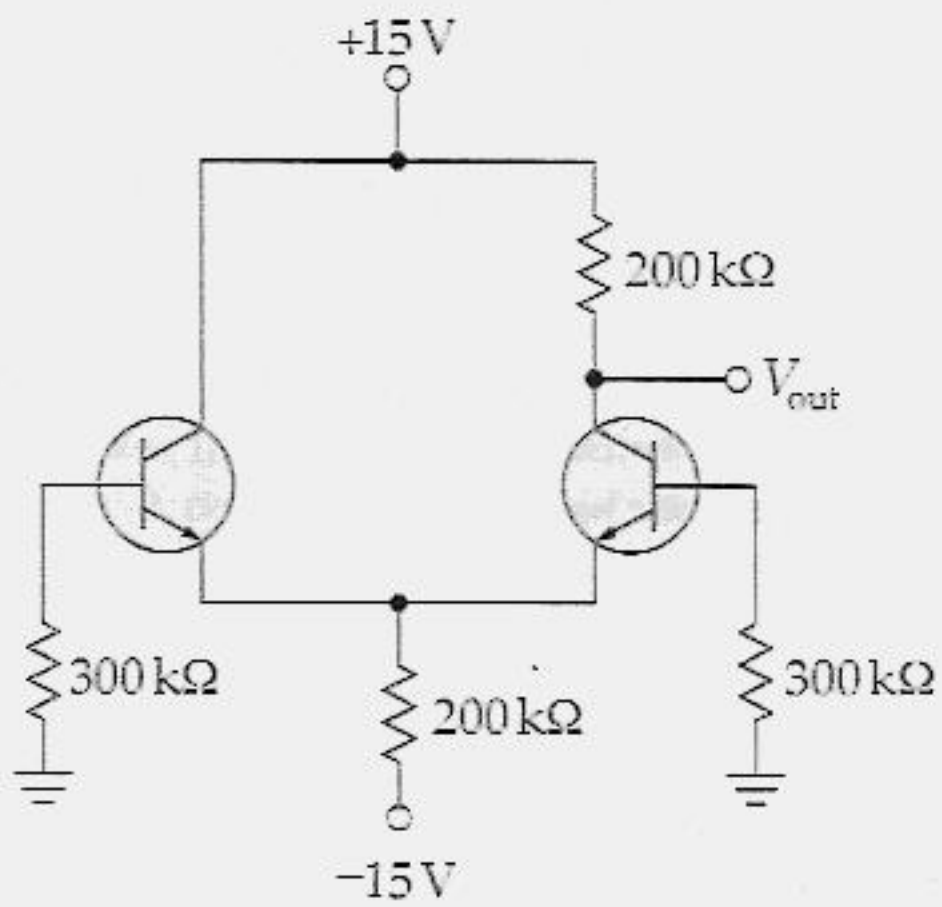

Figura 17.26
17.1 Na Figura 17.26, os transistores são idênticos com $\beta_{cc} = 200$. Qual a tensão de saída?
17.2 Quais são as tensões de base no circuito da Figura 17.26 se cada transistor tem $\beta_{cc} = 300$?
17.3 Na Figura 17.26, o transistor da esquerda tem $\beta_{cc} = 225$ e o transistor da direita tem $\beta_{cc} = 275$. Qual a tensão de base?
17.6 Na Figura 17.26, o transistor da esqueda tem $\beta_{cc} = 180$ e o transistor da direita tem $\beta_{cc} = 220$. Qual a corrente de compensação de entrada? E a corrente de polarização de entrada?
17.12 Na Figura 17.26, os transistores têm curvas V_{BE} idênticas, porém os valores de β_{cc} são diferentes. O transistor da esquerda tem β_{cc} = 175 e o transistor da direita tem β_{cc} = 225. Qual a tensão de compensação de saída?
17.13 O amp dif da Figura 17.26 tem uma corrente de polarização de entrada de 375 nA e uma corrente de compensação de entrada de 50 nA. Se as curvas de V_{BE} forem idênticas, qual a tensão de compensação de saída?
17.15 O amp dif da Figura 17.26 tem uma corrente de polarização de entrada de 200 nA e uma corrente de compensação de entrada de 20 nA. Se ΔV_{BE} = ± 3 mV, qual a tensão de compensação de saída?
17.20 Alguém monta o amp dif da Figura 17.26 sem os resistores de base, de maneira que as duas bases ficam flutuando. Qual o valor da tensão de saída? Baseando-se na sua resposta anterior, o que um amp dif qualquer precisa para funcionar adequadamente?
17.21 Na Figura 17.26, um resistor de 20 kΩ é utilizado por engano no lugar do resistor superior de 200 kΩ. Qual o valor da tensão de saída?
17.22 Na Figura 17.26, V_{out} é quase zero. A corrente de polarização de entrada é 80 nA. Qual das alternativas a seguir é um defeito?
17.25 À temperatura ambiente, a tensão de saída do circuito da Figura 17.26 tem o valor de 7,5 V. Enquanto a temperatura aumenta, o V_{BE} de cada diodo-emissor diminui. Se o V_{BE} da esquerda diminuir 2 mV por grau e o da direita diminuir 2,1 mV por grau, qual a tensão de saída a 75°C?